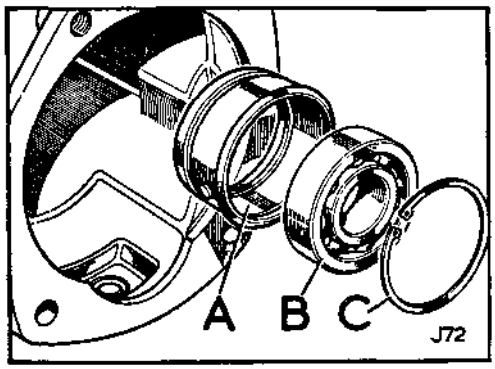

**Fig. C1-181. Mainshaft rear bearing**
5. Check the bearing housing for method of location, see Fig. C1-181. Early type housings are peg located, latest type housings have a plain location and are retained with Loctite.